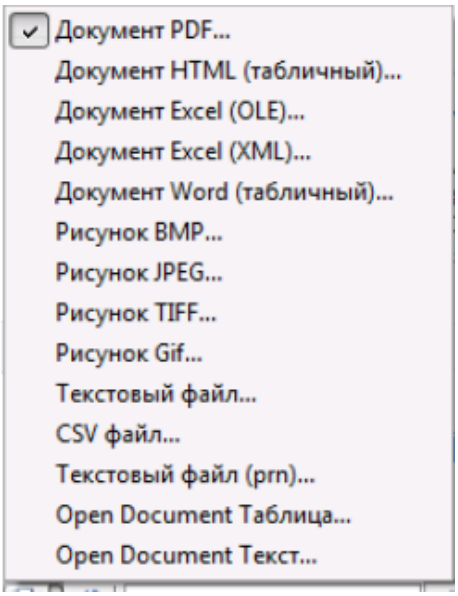

Рисунок 11-30 Меню выбора типа файла
- – кнопка «Выбор формата экспорта» – открывает меню (см. Рисунок 11-30) в котором пользователь может выбрать тип файла, в который будет сохранен сгенерированный отчет. По умолчанию выбран формат «PDF»;